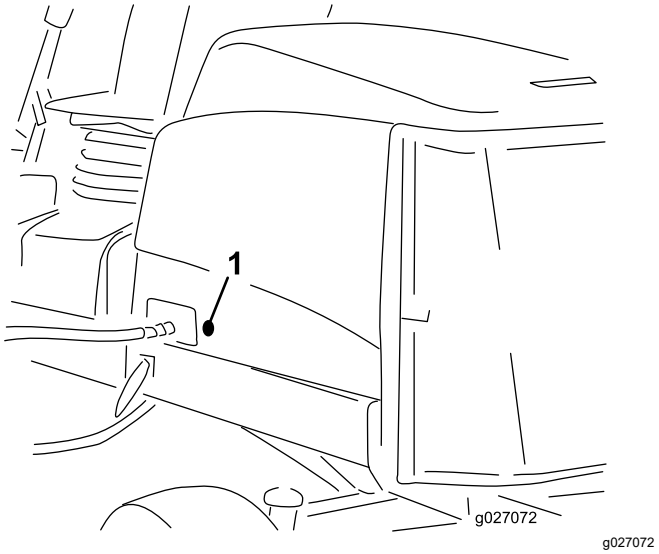

Figur 35
2. Fjern gummikransen fra hullet i venstre side af motorhjelmen (Figur 35).